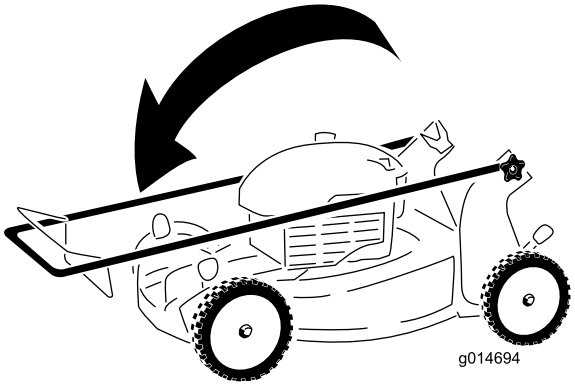

Figur 26
3. Fold det øverste håndtag fremad som vist på Figur 26.